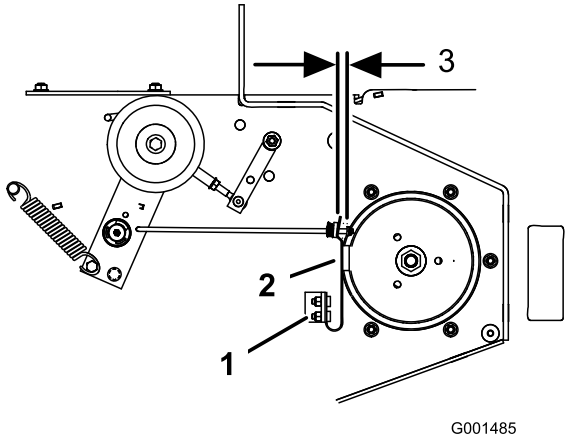

Figur 59
3. Juster fjedermonteringsbolten, så knivbremsens bremsebelægning gnider mod begge sider af remskiverillen (Figur 59).
4. Juster møtrikken for enden af knivbremsestangen, indtil der er 3-5 mm afstand mellem møtrikken og afstandsbøsningen (Figur 59).